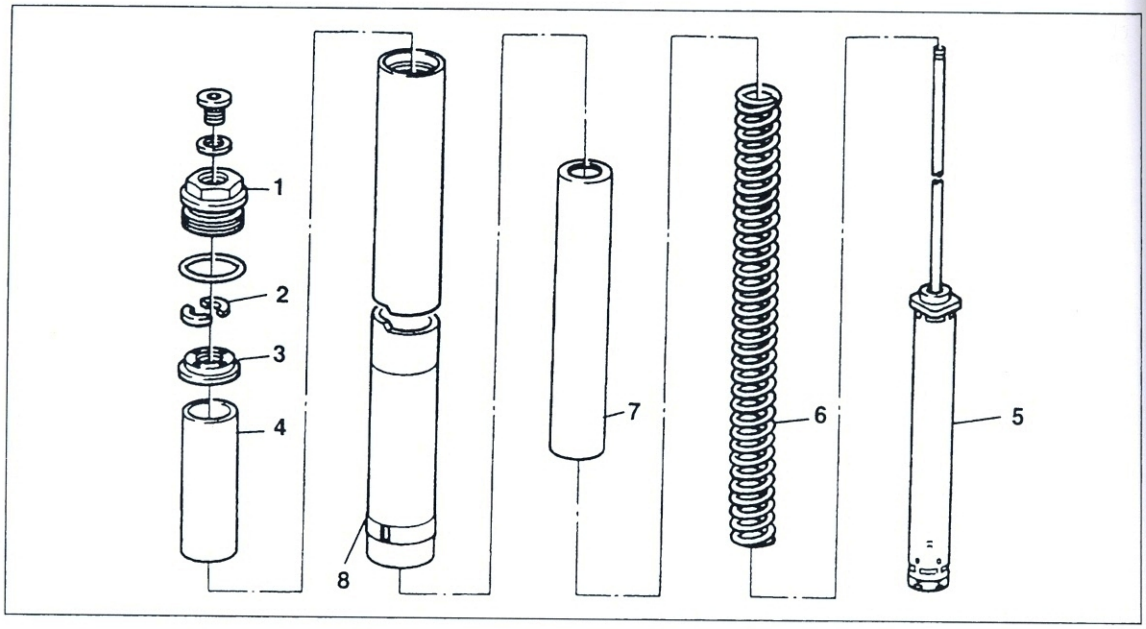

Bild 223
- Sicherungsring ② mit kleinem Schraubendreher heraushebeln.
- Wellendichtring ④ mit leicht abgerundetem Schraubendreher aushebeln. Dabei Lederstreifen, Holzleiste o. ä. unterlegen, um Tauchrohr nicht zu beschädigen.
- Stahlring ⑤ entnehmen und Gleitbuchse ⑥ mit zwei Zeigefingern aus Tauchrohr herausziehen.
- Standrohr zerlegen: Verschluss-Schraube ① Bild 223 ausdrehen.
● Tragfeder ⑥ Bild 223 auf Dämpferpatrone ⑤ mit kleinerem Windungsabstand nach oben weisend aufstecken.